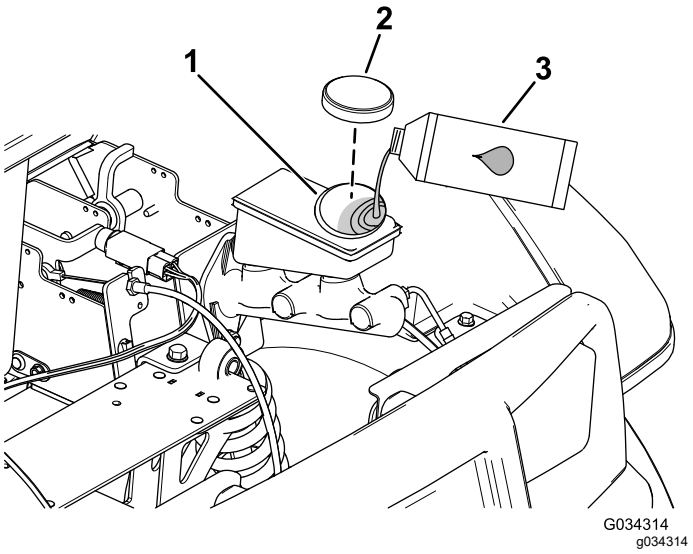

Figur 64
4. Hev panseret for å få tilgang til hovedbremsesylinderen og -beholderen (Figur 64).
A. Rengjør området rundt beholderlokket, og ta av lokket (Figur 64).
C. Sett lokket på beholderen (Figur 64).